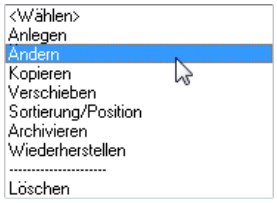

Bild 27.33 – *Gruppen*, Menüpunkt *Ändern*
- Wählen Sie die gewünschte Gruppe in der Rubrikenliste und rufen Sie im Listenmenü *Ändern* auf (Abb. 27.33).